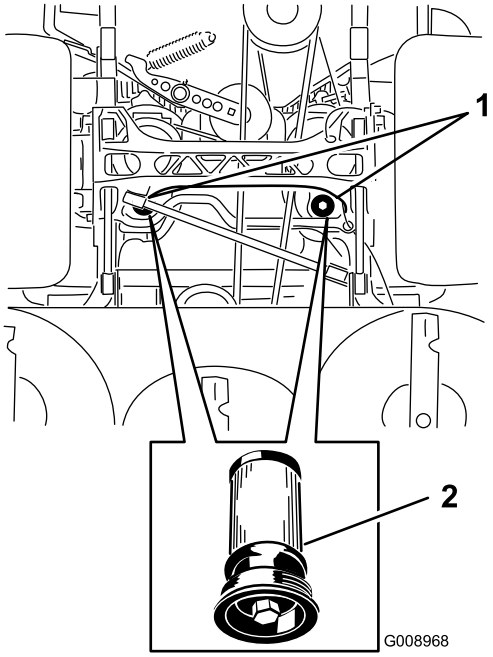

Figur 83
5. Sätt ett tömningsstråg under filtret, ta bort det gamla filtret och torka ytan ren (Figur 83).
6. Stryk på ett tunt lager hydraulolja på utbytesfiltrets gummipackning (Figur 83).